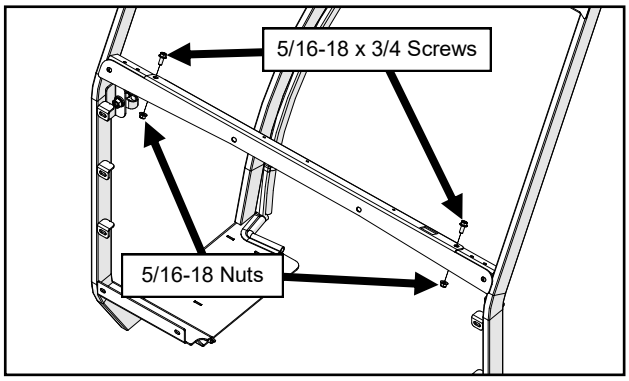

Fig. 7.1 (Temporarily Install Sheet Metal Cowl)
7.1 With assistance, temporarily install the sheet metal cowl so that the wiring harness can be run and secured. See Figure 7.1.